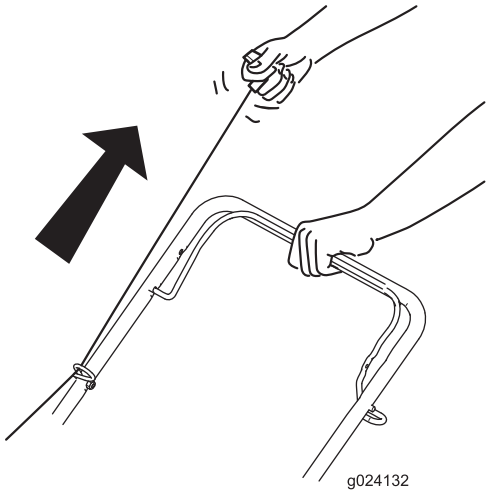

Figure 12
3. Tirez sur la poignée du lanceur (Figure 12).